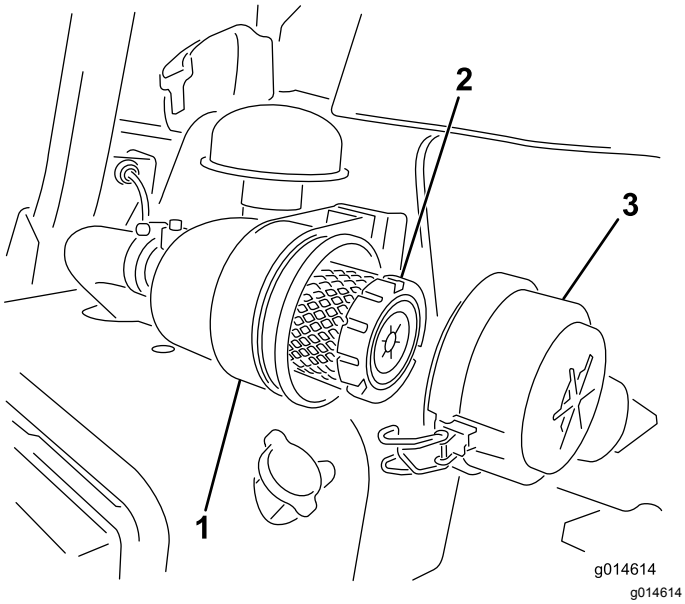

Figuur 38
1. Maak de sluitingen los waarmee het deksel van het luchtfilter is bevestigd aan het luchtfilterhuis (Figuur 38).
7. Maak de sluitingen vast (Figuur 38).